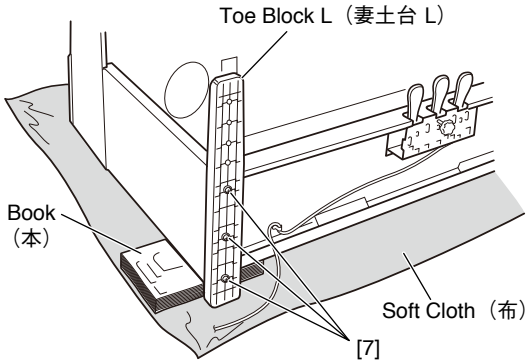

Fig.14（図 14）
18-1 With a soft cloth like a blanket placed on the floor, place the main unit on its back panel gently. (Fig.14)
18-2 Put thick books or the like under the main unit at both sides. (Fig.14)
18-3 Remove the three (3) screws marked [7] to remove the toe block L. (Fig.14)
18-1 毛布などの柔らかい布を床に敷いて、鍵盤側を上にして本体を床に置きます。(図 14)
18-2 厚い本（またはそれに類似するもの）を側板の下側に置きます。(図 14)
18-3 [7] のネジ 3 本を外し、妻土台 L を外します。(図 14)